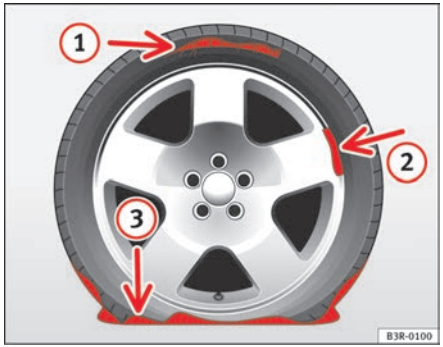

Fig. 194 The Tyre Mobility System is not suitable for repairing this type of damage to tyres.
- On cuts and punctures larger than 4 mm ⇒ fig. 194 (1)
- if the wheel rim has been damaged (2)
- if you have been driving with very low pressure or a completely flat tyre (3)